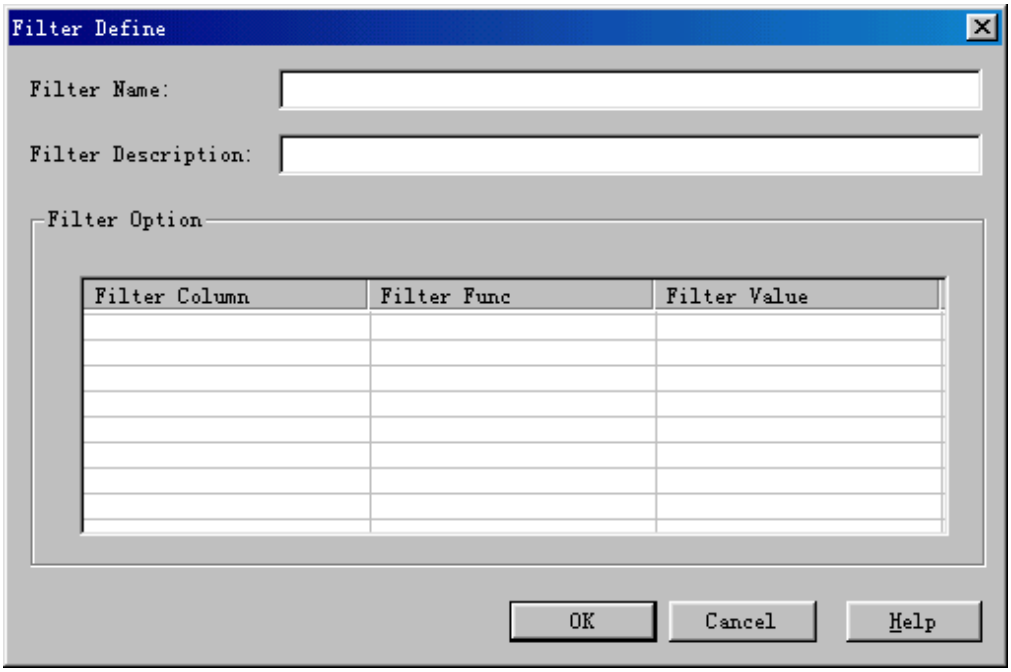

Figure 8-7 Filter Define dialog box
3) Set one or more filtering conditions in the **Filter Define** dialog box as shown in Figure 8-7.